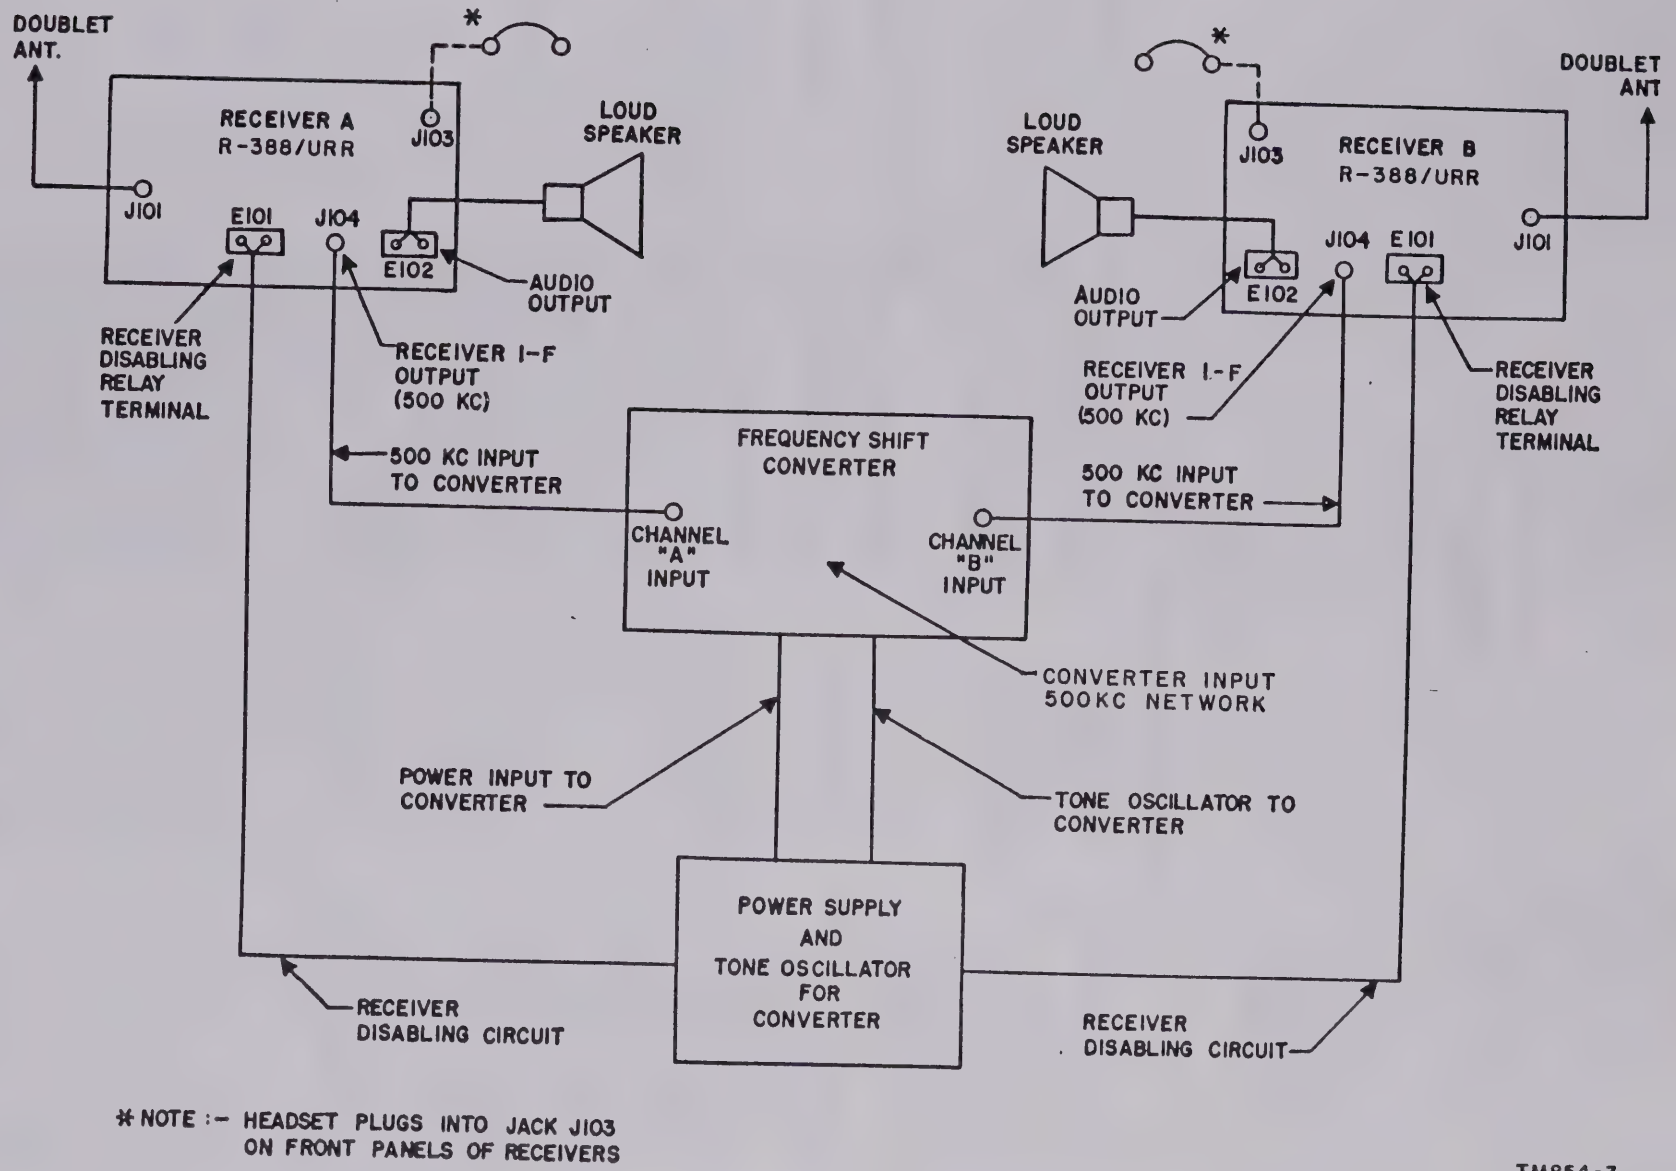

Figure 3. Receiver in use with frequency-shift converter for reception of radioteletype signals, simplified block diagram.
d. Figure 3 is a simplified block diagram of the receiver in use with Radio Set AN/GRC–26A for the reception of radioteletype signals.